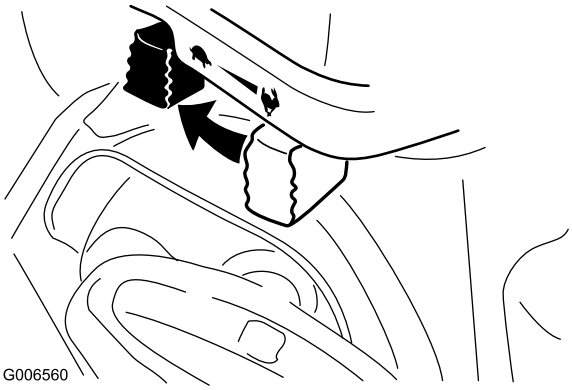

Rysunek 25
1. Ustaw przepustnicę w pozycji Wolno, a następnie w pozycji Stop (Rysunek 25).